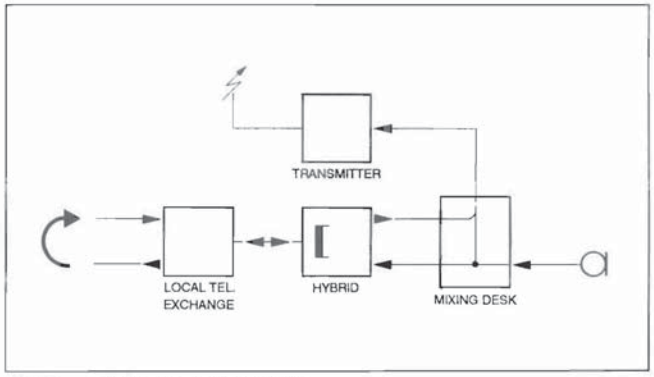

Fig. 5c Echos von der Telefonleitung
- Klangverfärbung der Moderatorstimme durch Leitungsechos (siehe Bild 5c).